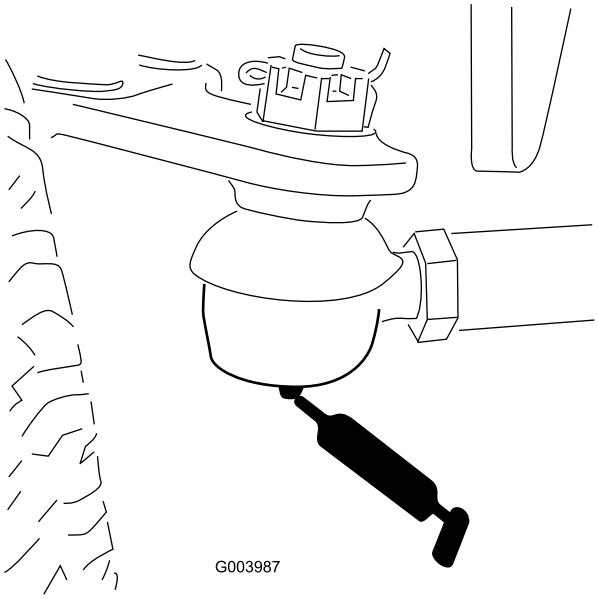

Figur 49
- Bakaxelns dragstång (2) (Figur 49)